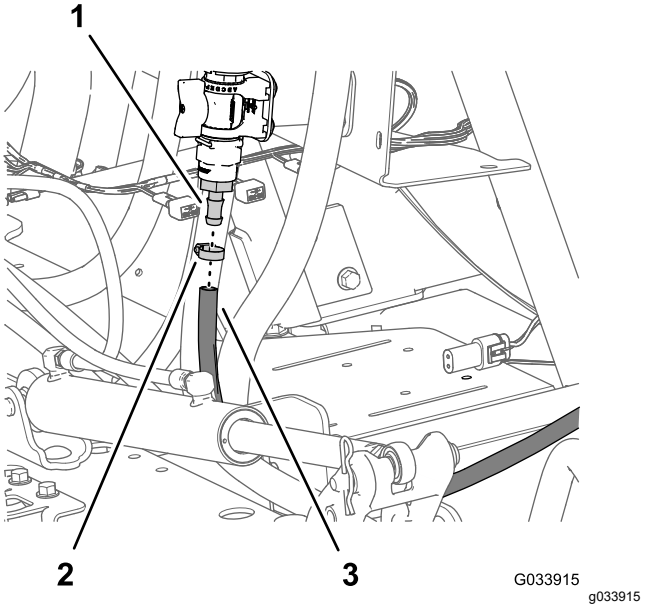

Rysunek 20
6. Zamontuj wąż lancy na złączkę węża zaworu regulacyjnego i zamocuj wąż do złączki za pomocą obejmy węża (Rysunek 20).